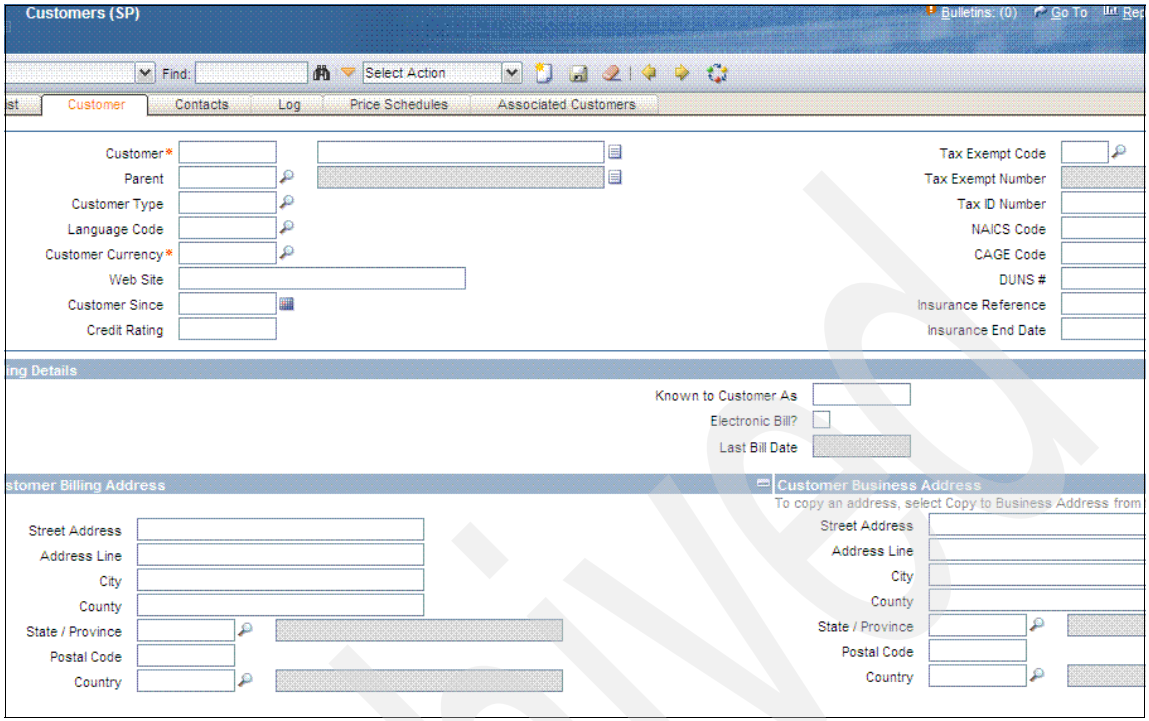

Figure 3-5 Customers (SP)
2. Open the Customers (SP) application by selecting **Go To** → **Service Provider** → **Customers (SP)**.
3. From the Toolbar menu, click the **New Customer** icon. The system displays a blank customer form that is ready for input, as shown in Figure 3-5 on page 30.